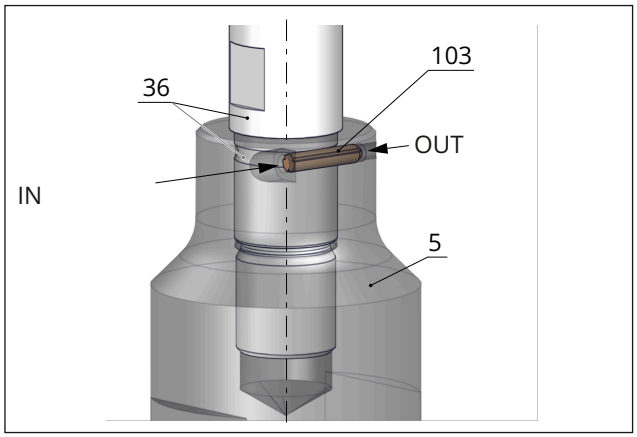

**Fig. 36:** *Locking pin to secure plug and plug stem or piston and piston stem (schematic drawing)*
The plug/piston and plug/piston stem are fastened together. To prevent the plug/piston from becoming unintentionally detached from the plug/piston stem, the connection is additionally secured by a tangentially inserted pin (see Fig. 36). To replace the plug/piston, proceed as follows:
1. Firmly clamp the plug/piston (5) into a vise.
2. Use a suitable tool (mandrel) to drive the locking pin (103) out of the plug or piston in the “OUT” direction (see Fig. 36).
3. Unscrew the plug/piston stem (36) from the plug or piston (5) using a suitable tool.
5. Firmly clamp the new plug/piston (5) into a vise using protective jaws. Make sure that the plug/piston is not damaged by the vise.
6. Screw the plug/piston stem (36) into the plug or piston (5) and tighten using a suitable tool. Observe tightening torque.
7. Insert a new locking pin (103) into the hole in the plug or piston in the “IN” direction. Use a suitable tool (mandrel) to drive the pin in as far as it will go.